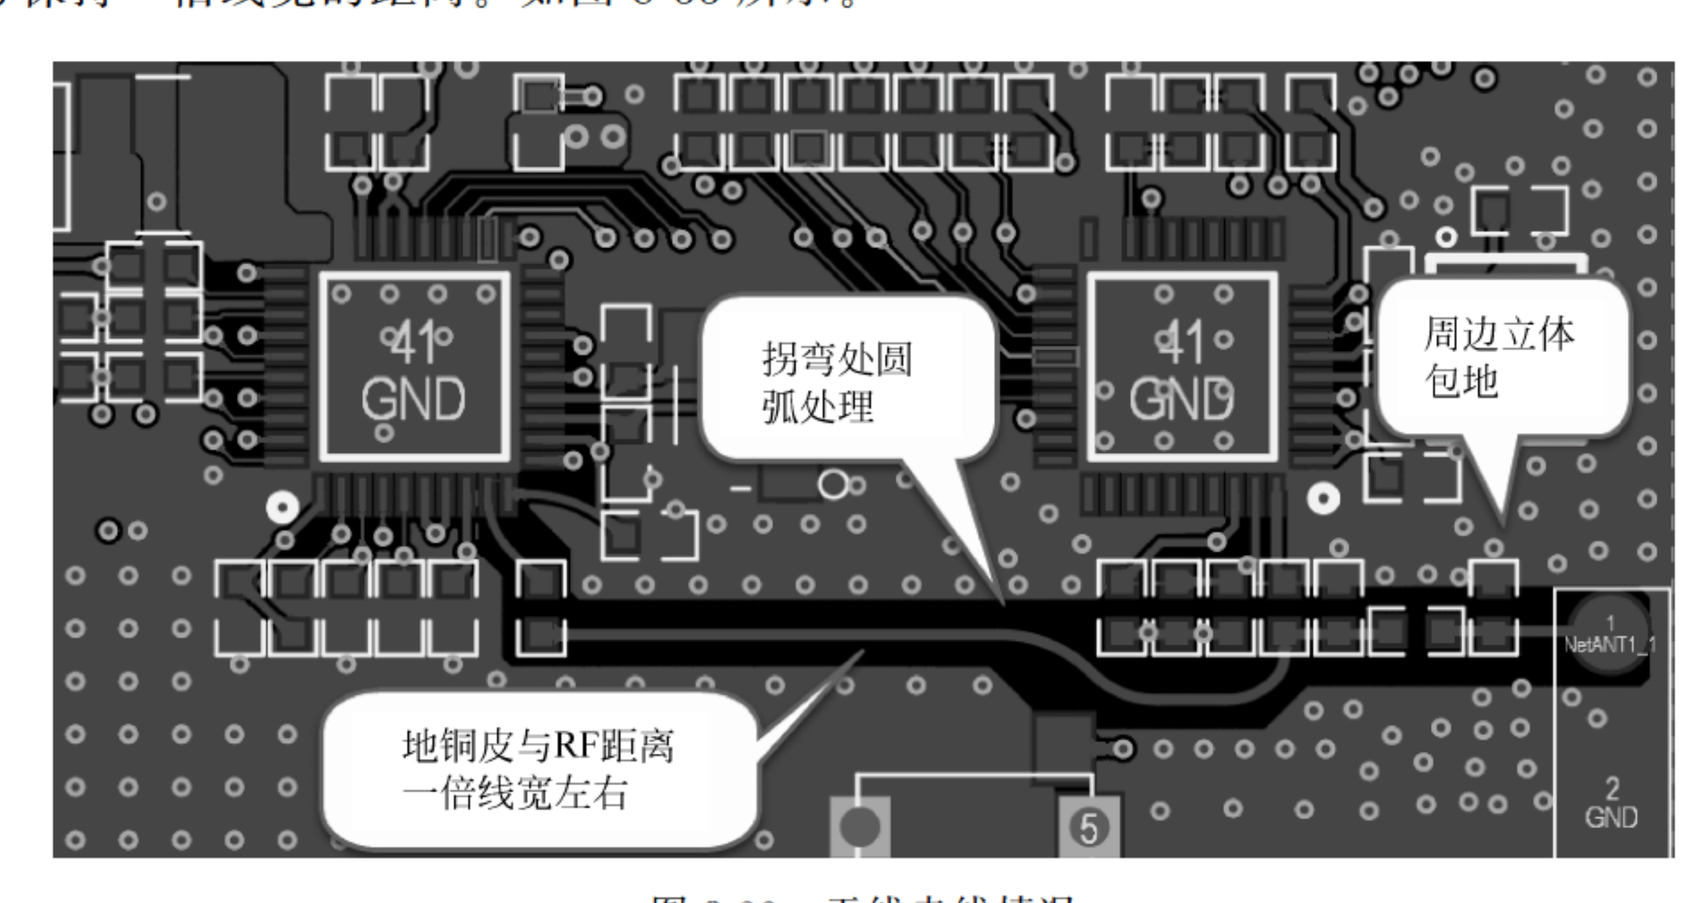

图 8-33 天线走线情况
(1) WiFi/BT 模块尽量靠近天线接口，远离 DDR、LCD、马达、Speaker 等容易产生干扰的模块。条件允许的情况下，可增加屏蔽罩。
(2) 天线要有完整的参考平面，走线越短越好，采用 π 型滤波方式布局，即保持信号线上无分支，无过孔。走线需拐弯时，拐弯处用圆弧处理，周边多打地过孔，地铜皮和 RF 信号保持一倍线宽的距离。如图 8-33 所示。